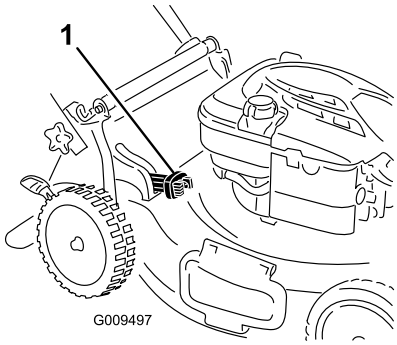

Figura 18
- Para ensacar los recortes de hierba y hojas, presione hacia dentro el botón de la palanca de ensacado a demanda y mueva la palanca hacia delante del todo, hasta que salga el botón de la palanca (Figura 18).